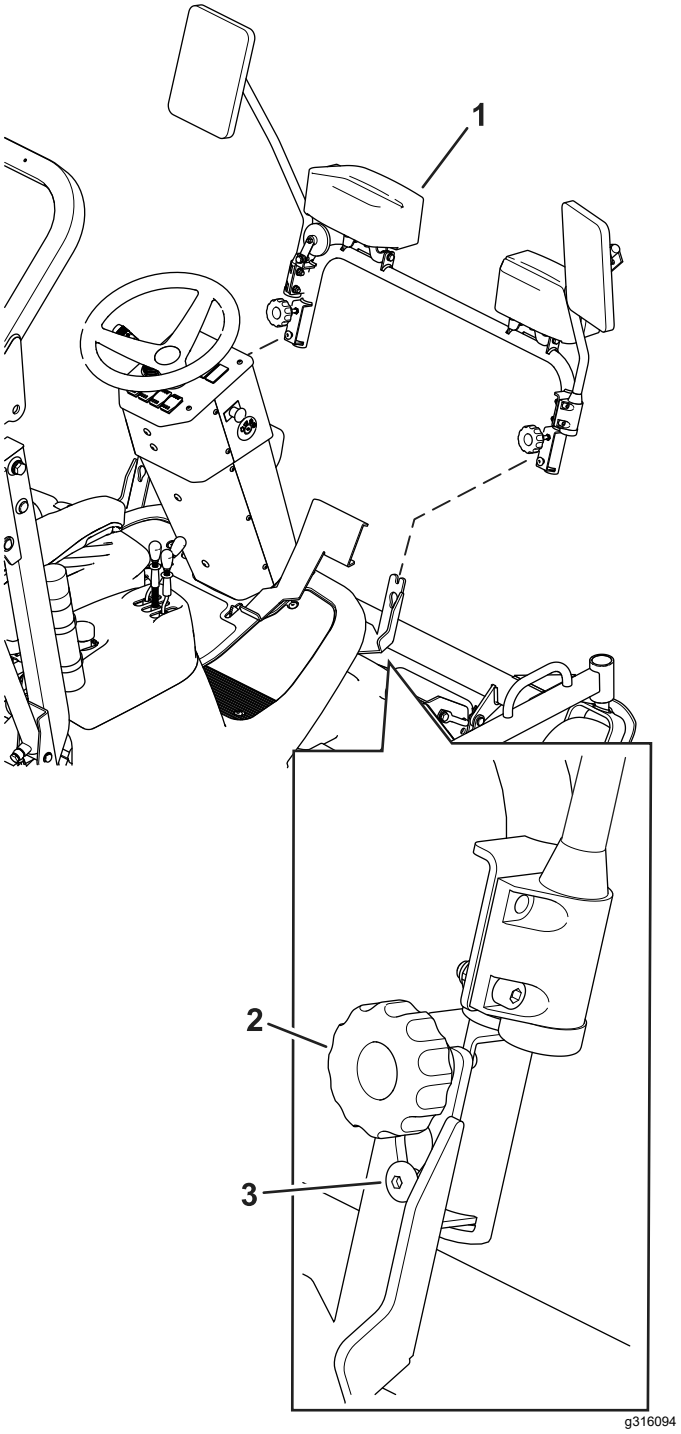

Bild 8
1. Installieren Sie die Frontscheinwerfer an den Maschinenhalterungen, verwenden Sie hierzu die Schlitze in den Halterungen (Bild 8).
2. Ziehen Sie die Schraubknöpfe fest (Bild 8).